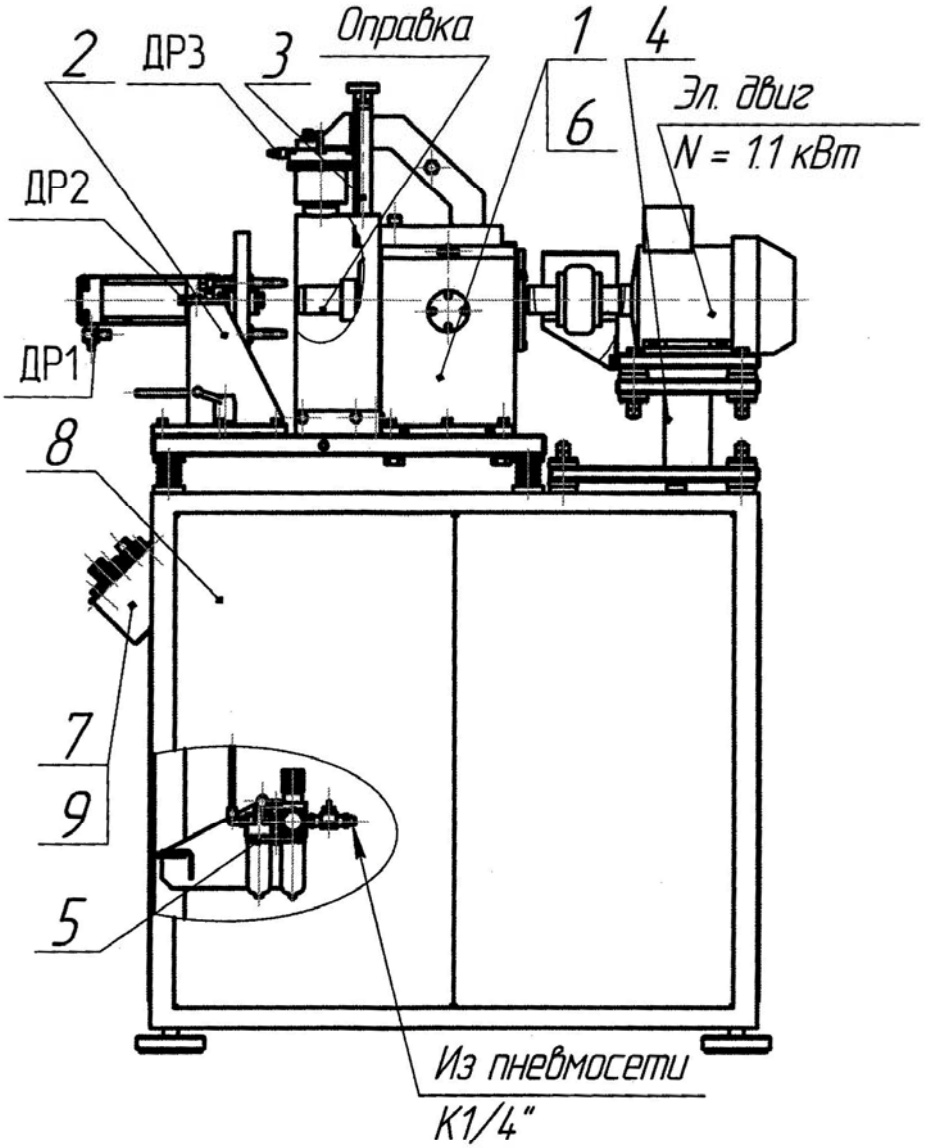

Рис.1 - Общий вид
(См. рисунок 1, номера позиций соответствуют номерам узлов)
Устройство стенда: стенд имеет станину 8 (см. рис. 1) на которой смонтированы шпиндель 1, узел осевого нагружения 2, узел радиального нагружения 3, привод 4, пневмосистема 5, систему смазки шпинделя 6 и электрооборудование 7. Плита станины, на которой установлен шпиндель 1, и узел осевого нагружения 2, изолированы от каркаса станины пружинными амортизаторами, а плита привода 4, изолирована от каркаса станины резиновыми амортизаторами(зависит от модификации). Поэтому **при подключении стенда к электросети каждая из плит должна иметь дополнительное индивидуальное заземление.**
- по специальному маслоуказателю, расположенному на правой поверхности корпуса шпинделя, проверить уровень масла в шпинделе 1 (рисунок 1).